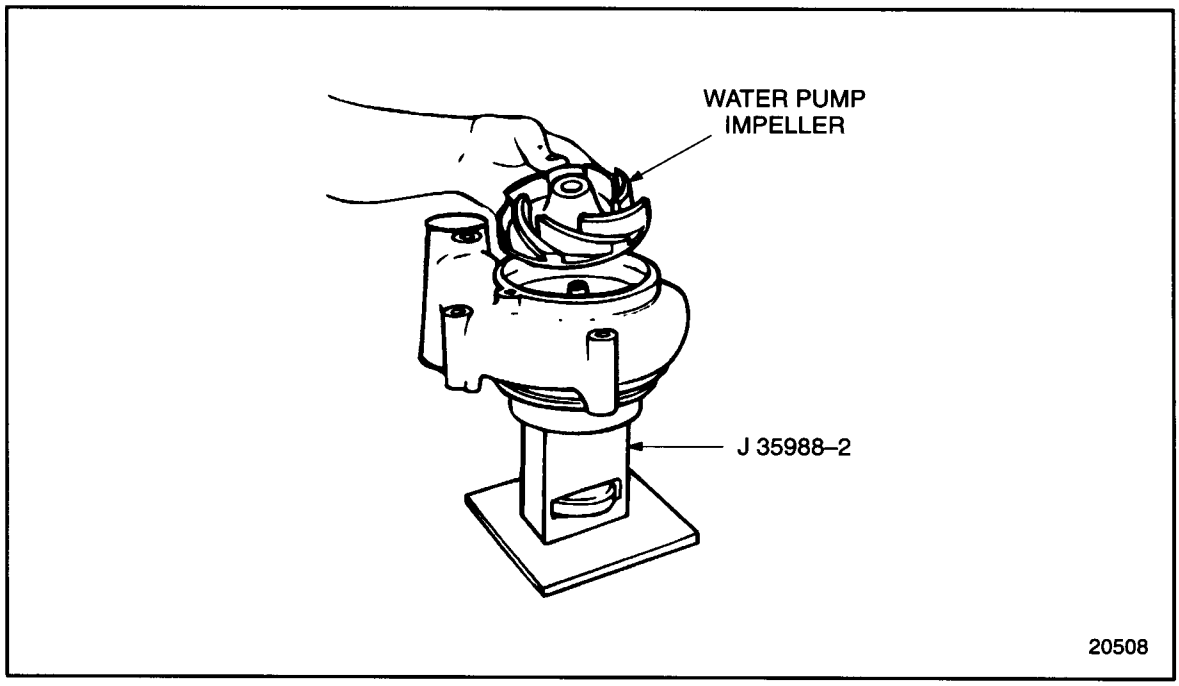

Figure 4-58 Water Pump Impeller Installation (FM)
19. With the water pump housing still housed in toolJ 35988-2, part of tool set J 35988-D, and located on a press bed, install the water pump impeller to the end of the drive shaft. Position the impeller so that the machined end is parallel with the housing machined face. See Figure 4-58.